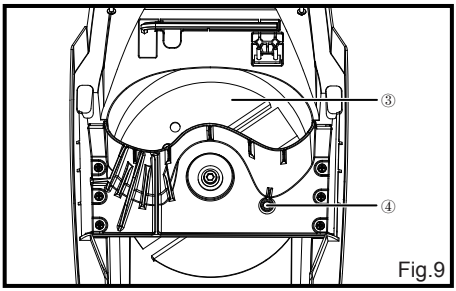

Fig.9
Reversing, Sharpening & Replacing the Blade *(See Figs. 9&10)*
- Use a screwdriver (not provided) to block the blade plate (③). First, slot the screwdriver into the access hole (④). Then carefully turn the blade plate until one of the two blocking apertures appears and aligns with the access hole. Block the blade plate by slotting the screwdriver right through it (Fig. 9).